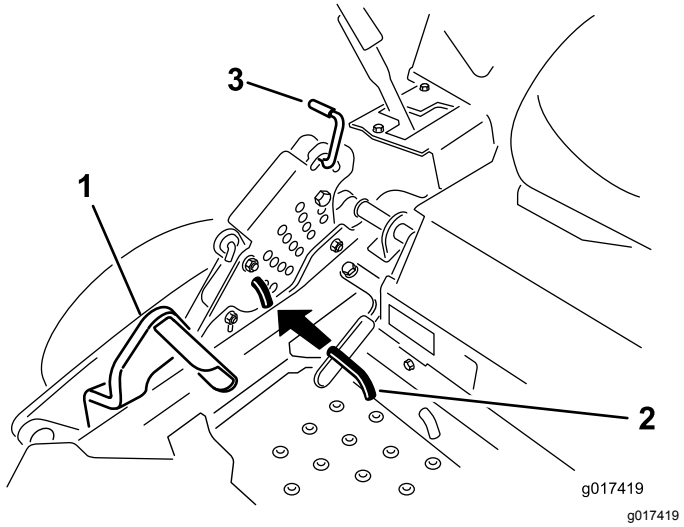

図 76
5. デッキ昇降ペダルを前方向に一杯に踏み込んでデッキを移動走行位置にロック刈高 14 cm位置にロックする図 76。